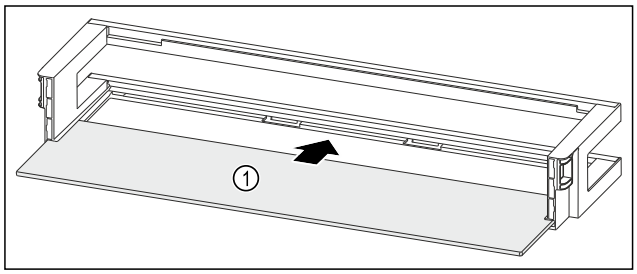

Fig. 202 Türabsteller mit Abstellfläche
▶ Abstellfläche *Fig. 202 (1)* in die seitlichen Aussparungen einschieben.